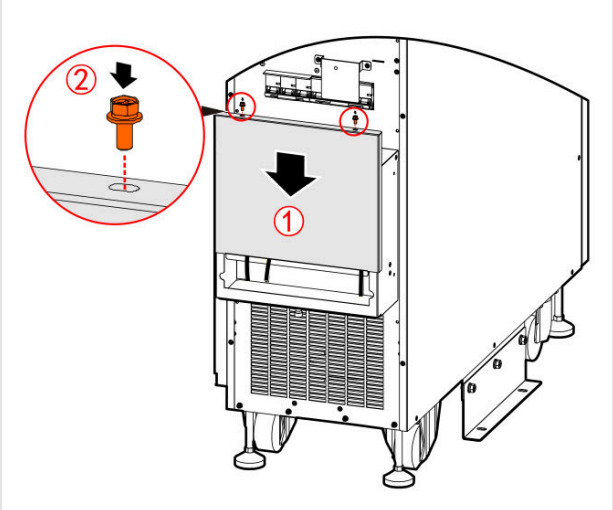

FIGURE 4-26 Refitting the wiring cover
7. Refit the wiring cover (Figure 4-26).